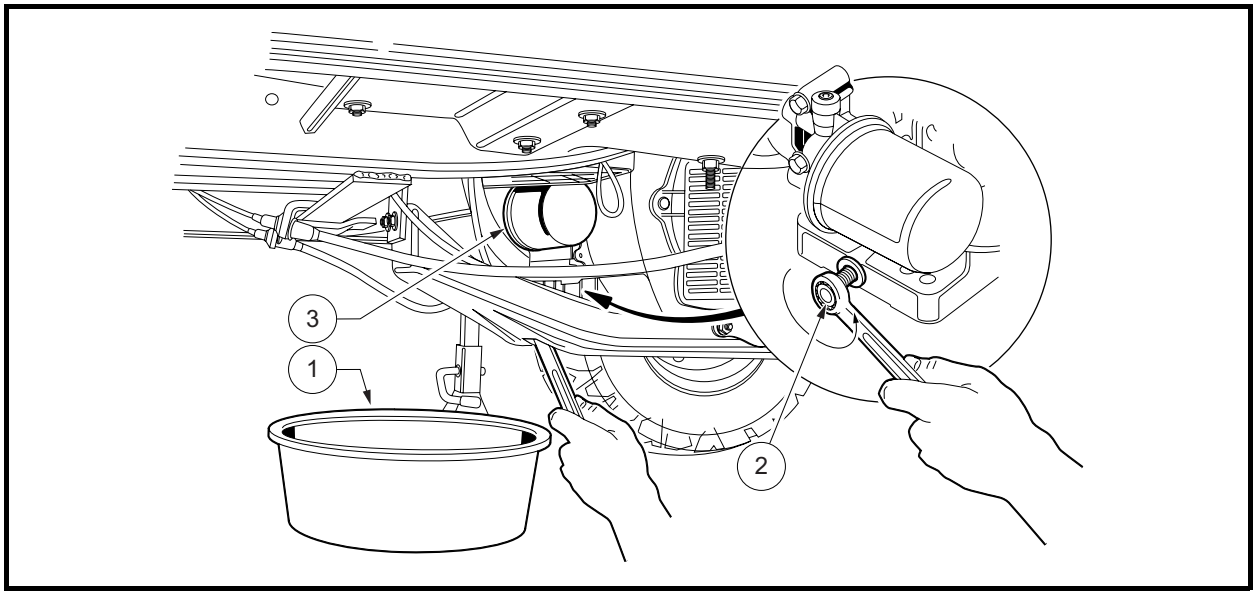

Figure 27 Engine Oil Drain Plug and Pan
4. Position a pan designed for oil changes under the front drain plug **(Figure 27)**.
8. Relocate the oil drain pan to a position under the engine oil filter **(Figure 27)**.